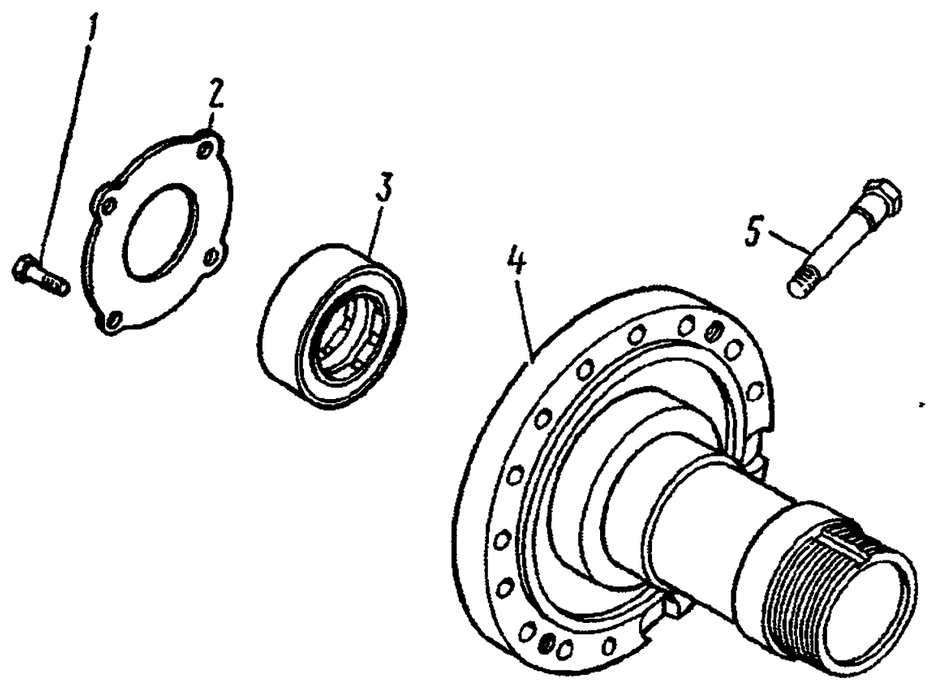

Рис. 229. Цапфа:
14. Выверните болты *1* (рис. 229) крепления упорного кольца *2*, снимите упорное кольцо	Ключ 13 мм, молоток